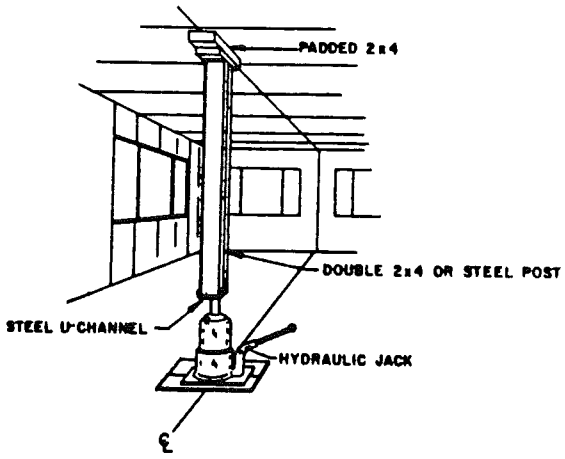

FIG. 9
4. Carefully inspect the ceiling line at the marriage line for low points. To raise these points, use a hydraulic jack with a post as shown in fig. 9. Raise the jack until the two ceiling halves are flush. Now, complete fastening the ridge beam with 3 1/2" lags staggered 24" o.c. between the ends. Repeat the proceedure at all low points.